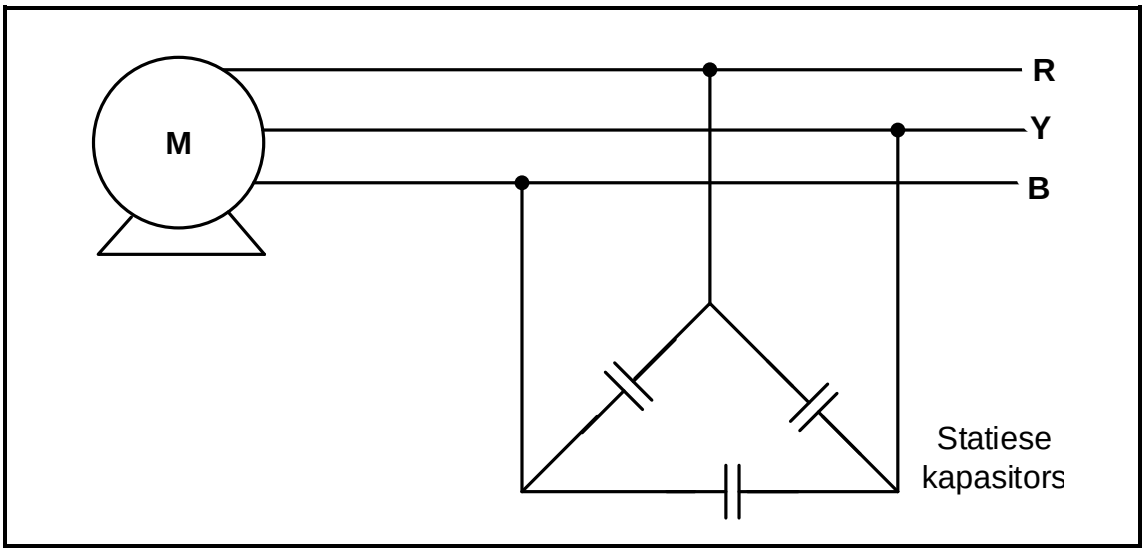

FIGUUR 3.5: DIAGRAMMATIESE VOORSTELLING VAN ARBEIDSFAKTOR-VERBETERINGSKAPASITORS IN 'N DRIEFASESTELSEL
3.5 FIGUUR 3.5 hieronder is 'n diagrammatiese voorstelling van arbeidsfaktor-verbeteringskapasitors in 'n driefasestelsel. Beantwoord die vrae wat volg.